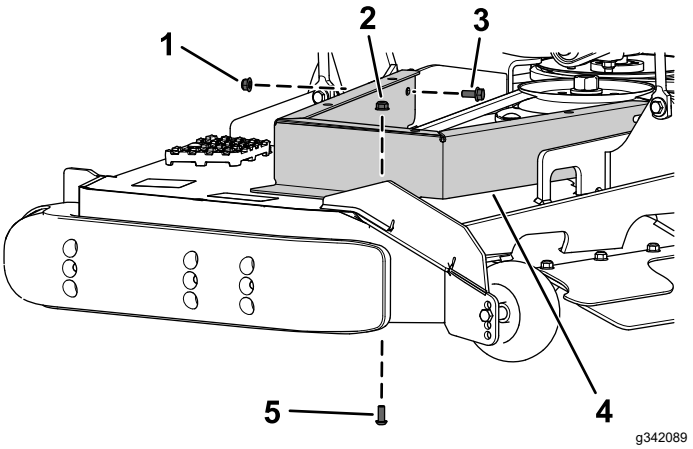

Figur 7
2. Fäst det vänstra remskiveskyddet på klippdäcket med skruven med runt huvud (5/16 x ¾ tum) och flänsmuttern (5/16 tum) som du tog bort tidigare samt en ny flänsskruv (5/16 x ¾ tum) och flänsmutter (5/16 tum) enligt Figur 7.